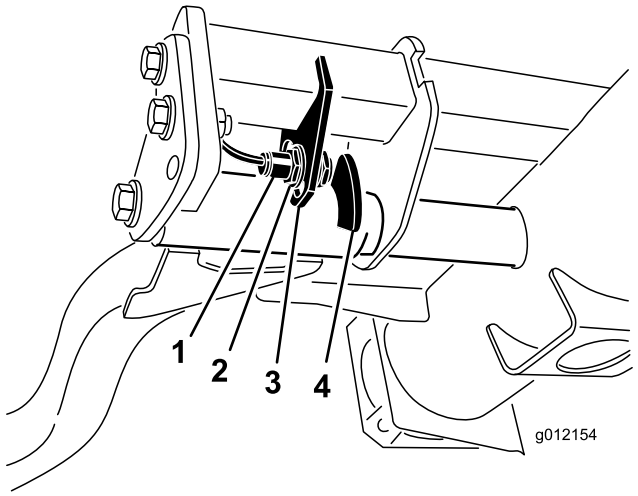

Figuur 35
2. De schakelaar van de hefarm bevindt zich onder de hydraulische tank achter de hefarm rechts voor (Figuur 35).
3. Draai de bevestigingsschroeven van de schakelaar los (Figuur 35) en zet de schakelaar lager om de draaihoogte van de hefarm te verhogen of hoger om de draaihoogte te verlagen. Draai de bevestigingsschroeven vast.